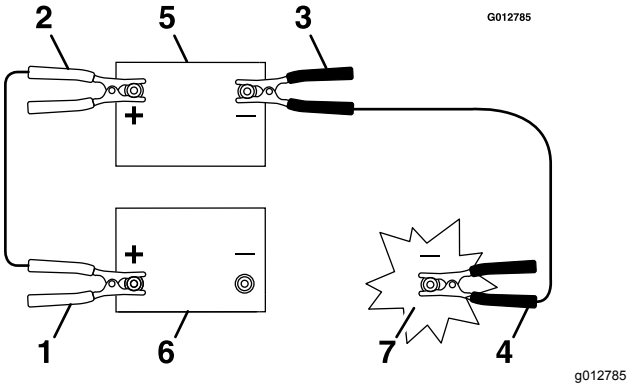

**Figure 46**
3. Connectez le câble positif (+) à la borne positive (+) de la batterie à plat qui est reliée au démarreur ou au solénoïde, comme montré à la Figure 46.